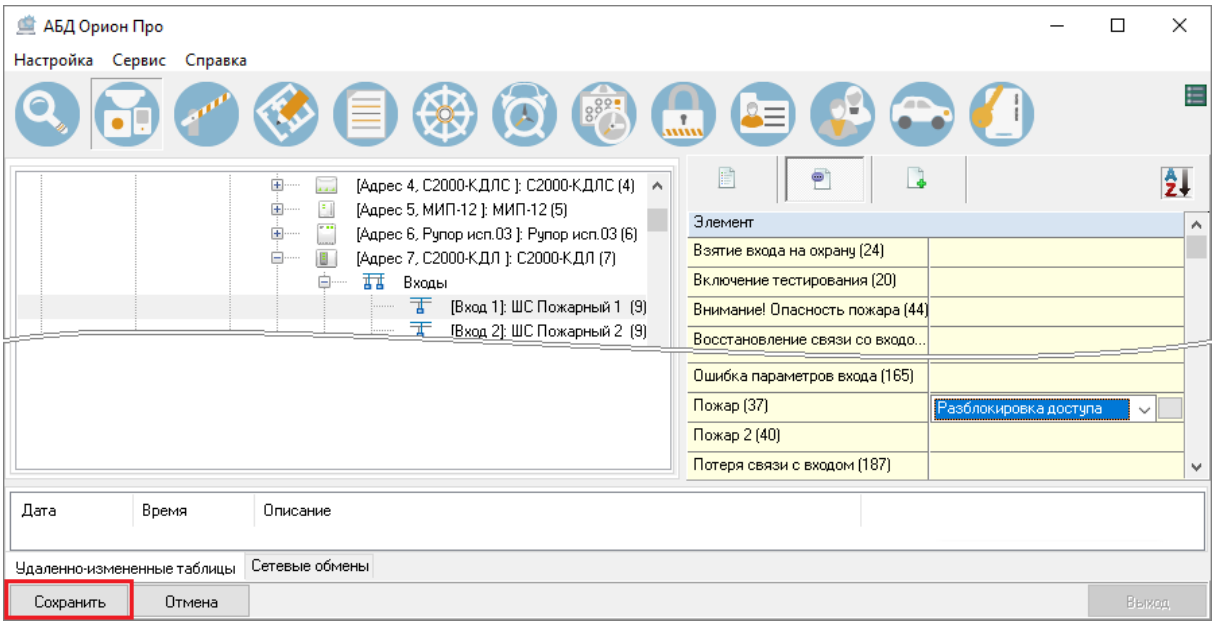

Рисунок 6-38 Сохранение привязки сценария к событию объекта системы
- нажмите кнопку «Сохранить» в нижней части окна для сохранения выбранных привязок сценариев к событиям объекта (см. Рисунок 6-38).